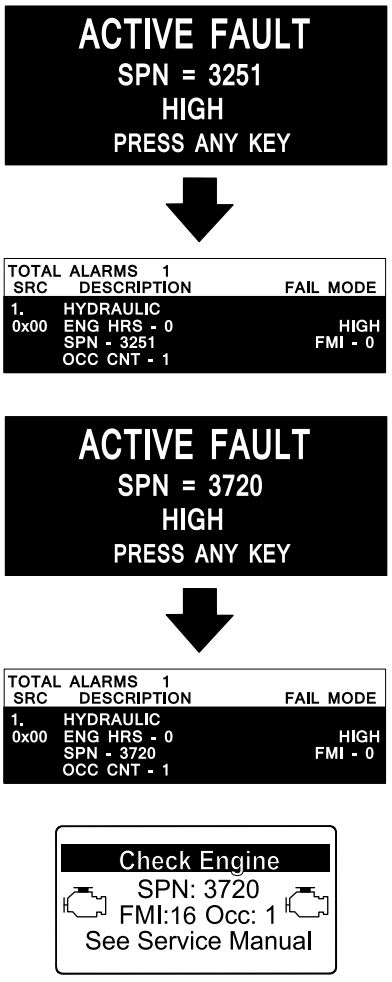

Figuur 97
- Als motorstoring CHECK ENGINE SPN 3251 FMI 0, CHECK ENGINE SPN 3720 FMI 0, of CHECK ENGINE SPN 3720 FMI 16op het InfoCenter (Figuur 97) verschijnt, maak het roetfilter dan schoon zoals omschreven in de volgende stappen: